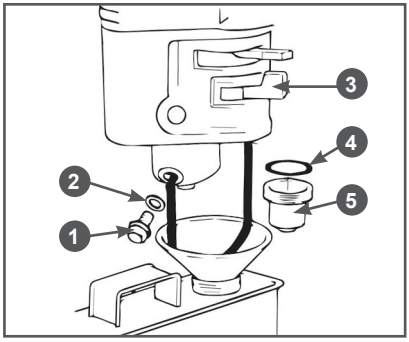

Рис. 20 Обслуживание фильтра-отстойника
1. Установите рычаг топливного крана 3 (Рис. 20) в положение «ЗАКРЫТО».
3. Открутите болт 1 сливного отверстия и слейте топливо из поплавковой камеры карбюратора (Рис. 20).
4. Открутите стакан отстойника 5, вылейте из него топливо в заранее подготовленную емкость (Рис. 20).